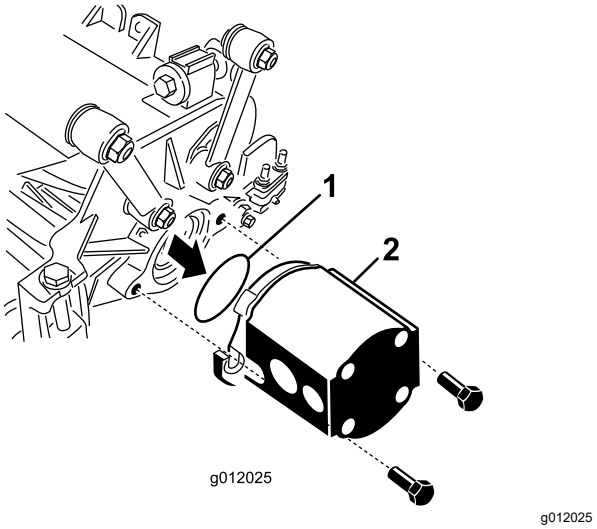

Rysunek 25
5. Na kołnierz silnika hydraulicznego załóż o-ring dostarczony z zespołem tnącym (Rysunek 25).
6. Zamocuj silnik na napędzanym końcu zespołu tnącego i przykręć go 2 śrubami niewypadającymi dostarczonymi z zespołem tnącym (Rysunek 25).